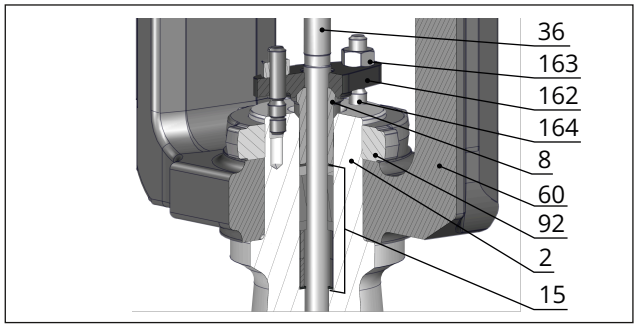
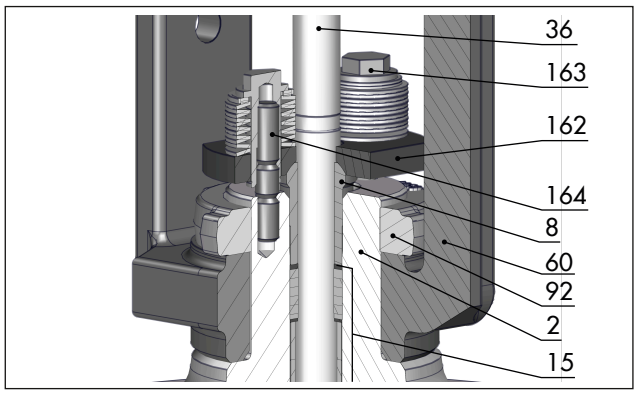

**Fig. 30:** *Version with packing flange (without external spring elements)*
**Fig. 31:** *Version with packing flange loaded by external spring elements*
See Fig. 30 and Fig. 31
**Legend for Fig. 31** and Fig. 30